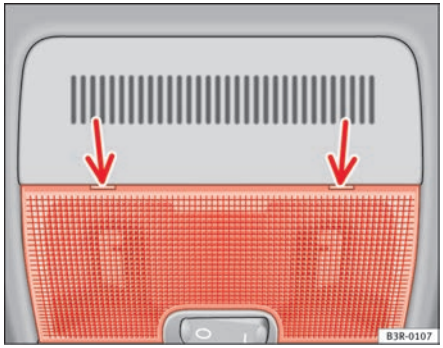

Fig. 83 Details of headliner: Points for applying screwdriver
- Carefully insert the flat end of a screwdriver (from the car's tool kit) at the rear of the glass cover on the interior light ⇒ fig. 83.